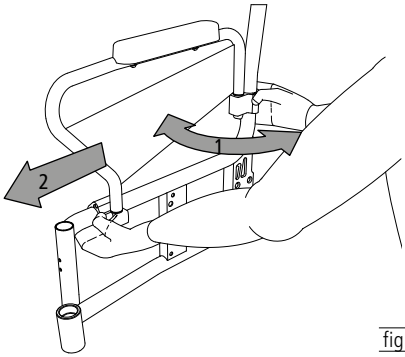

fig. 12
3. Ruotare ora la fascetta stringitubo posteriore portandola nella posizione desiderata (1, fig. 12). Sostenere e guidare la fascetta stringitubo anteriore (2, fig. 12) nel muoverla lungo il telaio laterale, spingendola leggermente verso l'alto.